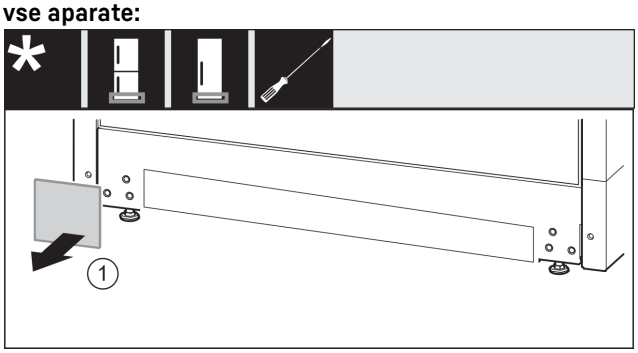

Fig. 17
▶ Snemite pokrov *Fig. 17 (1)*.